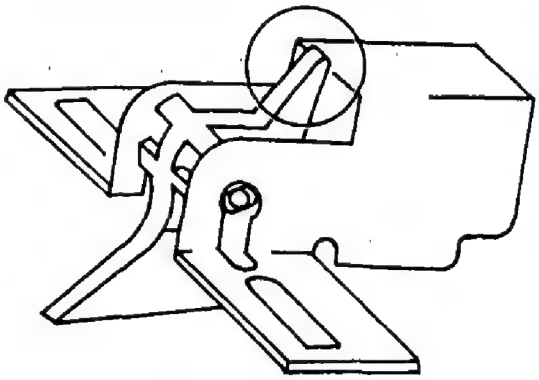

Figure 4-98
a. Make sure that the boss on the upper separation claw is in contact with the mount as shown in Figure 4-98.